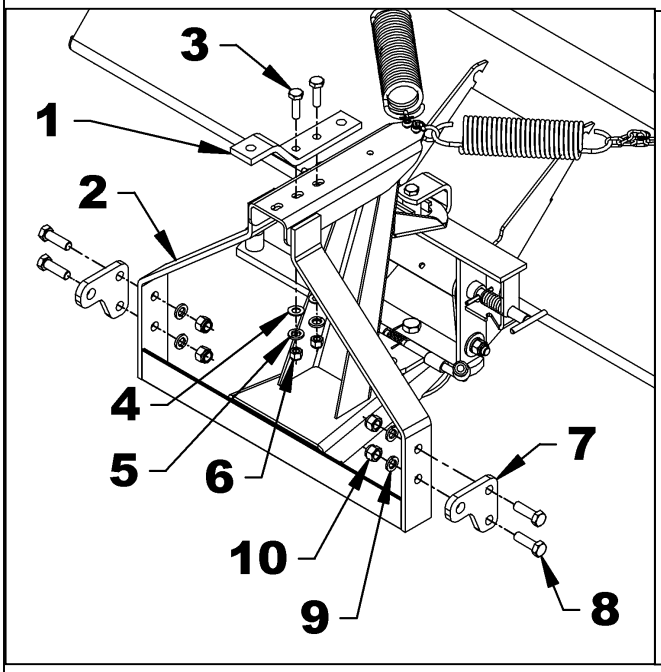

Figure 7B
- **Si la distance A est plus grande que 4 1/4", utiliser l'option d'installation 1 - figures 7B-8B.**
1. **Figure 7B ou 9B:** Tel qu'illustré, fixer le support supérieur commun (item 1) à l'attache universelle (item 2) à l'aide des 2 boulons hex. 1/2"NC x 1 3/4" lg. (item 3), rondelles plates dia. 9/16" de trou (item 4), rondelles de blocage 1/2" (item 5) et écrous hex. à bague de nylon 1/2"NC (item 6). Le support supérieur commun (item 1) doit être placé à l'extrémité des trous oblongs, vers l'arrière du balai.
2. **Figure 7B ou 9B:** Tel qu'illustré, Fixer les 2 supports inférieurs communs (item 7) à l'attache universelle (item 2) à l'aide des 4 boulons hex. 5/8"NC x 2" lg. (item 8), rondelles de blocage 5/8" (item 9) et écrou hex. à bague de nylon 5/8"NC (item 10).